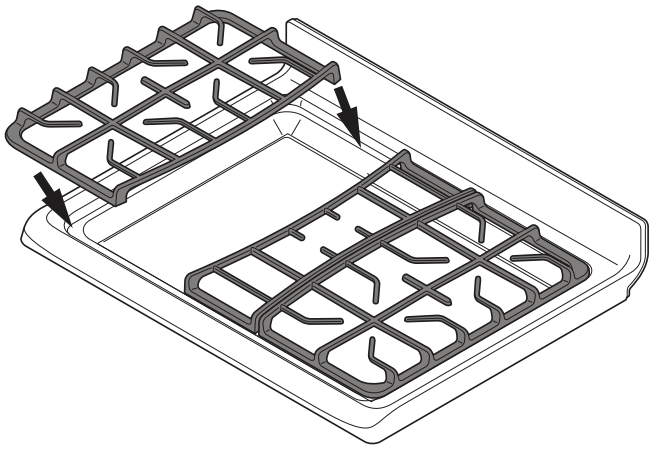

Figure 4: Installation correcte des grilles
- Veiller à ce que les grilles soient bien en place sur la surface de cuisson avant d'allumer les brûleurs (Figure 4). Les grilles sont conçues pour reposer à l'intérieur de la zone en retrait de la table de cuisson.